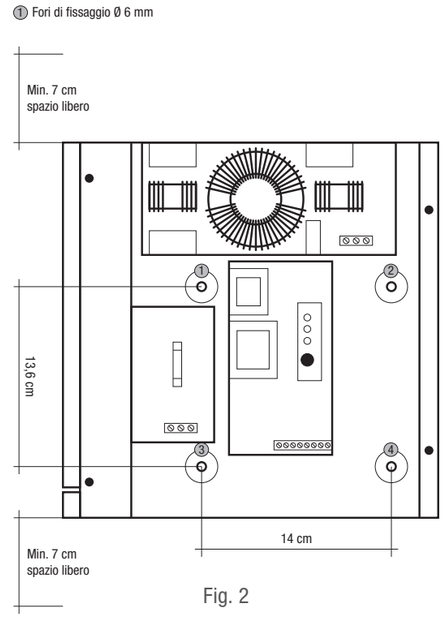

Fig. 2
2) Posizionare Power Reducer in modo tale da mantenere una corretta aerazione. Installare il dispositivo verticalmente (pressacavi rivolti verso il basso), tenendo uno spazio libero di almeno 7 cm (fig. 2).
3) Fissare Power Reducer al muro con tasselli Ø 6 mm sfruttando i fori indicati in fig. 2